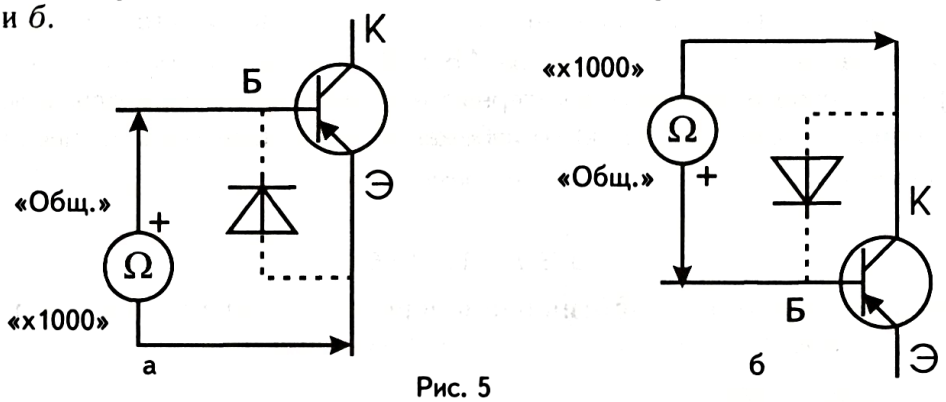

Рис. 5
2. Измерьте омметром сопротивления этих же переходов при обратном включении транзистора. Для этого соедините их с омметром так, как показано на рис. 5, *а* и *б*.